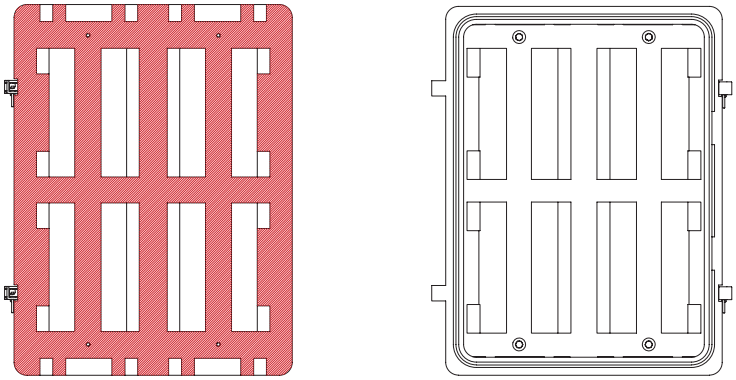

Fig. 1
2. **Repérage:** Maintenez le coffre en position et marquez les points de fixation en utilisant les emplacements de perçage (Voir Fig 1)